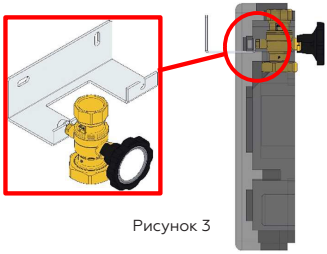

Рисунок 3
4. Разместите модуль с задней изоляцией в жалюзи опорного кронштейна (рисунок 3).